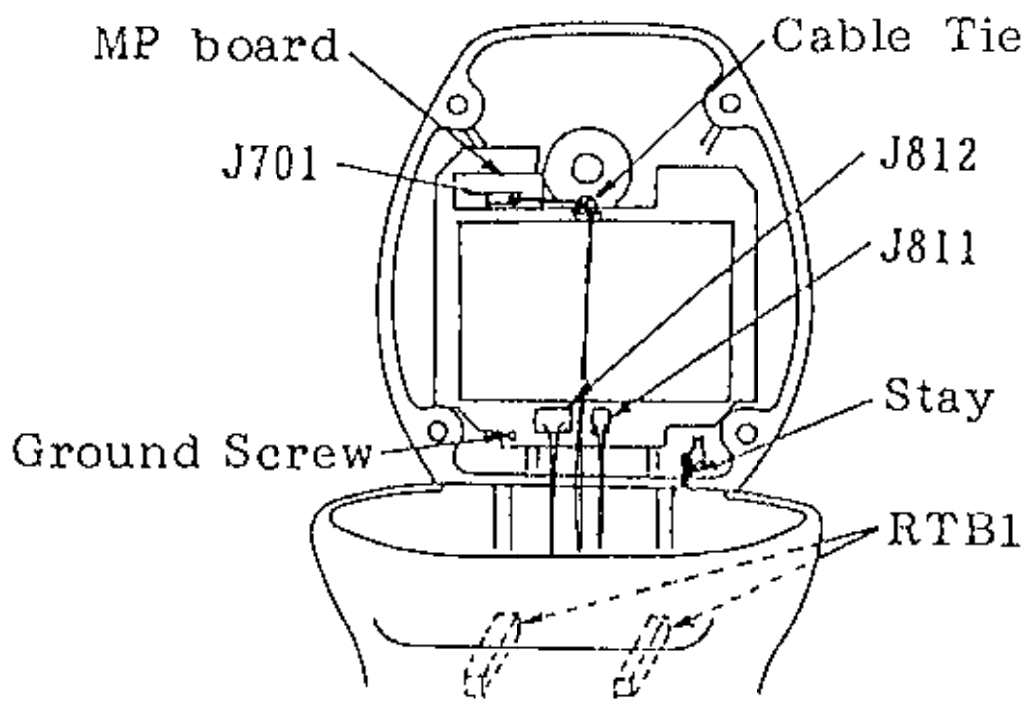

Fig.6-8 Internal Wirings
4. Open the scanner housing cover and fix the stay as shown in Fig.6-8. Make the scanner unit internal wiring as the following steps.
5. One end of the cable with 15-, 9-and 7-way plugs has already connected to terminal board RTB1 inside the scanner housing. Mate the 15-and 9-way plugs with jacks J812 and J811 on the transceiver module, respectively. Connect the 7-way plug to jack J701 on the MP board. Note that the cable between RTB1 and J701 should be clamped by the cable tie as shown in Fig.6-8.
6. The black ground wire is provided with the cable mentioned above. Connect the wire to the chassis of the transceiver module with the screw shown in Fig.6-8.